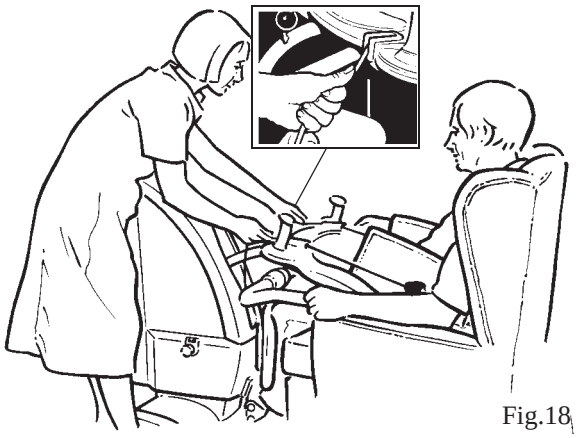

Fig.18
3. Bloquer les cordes de fixation vers le bas dans les taquets de blocage des cordes. (Voir Fig. 18)
Remarque : *Le patient doit être soutenu par le harnais, mais ne doit pas être trop tiré vers l'avant. (Voir Fig. 18)*